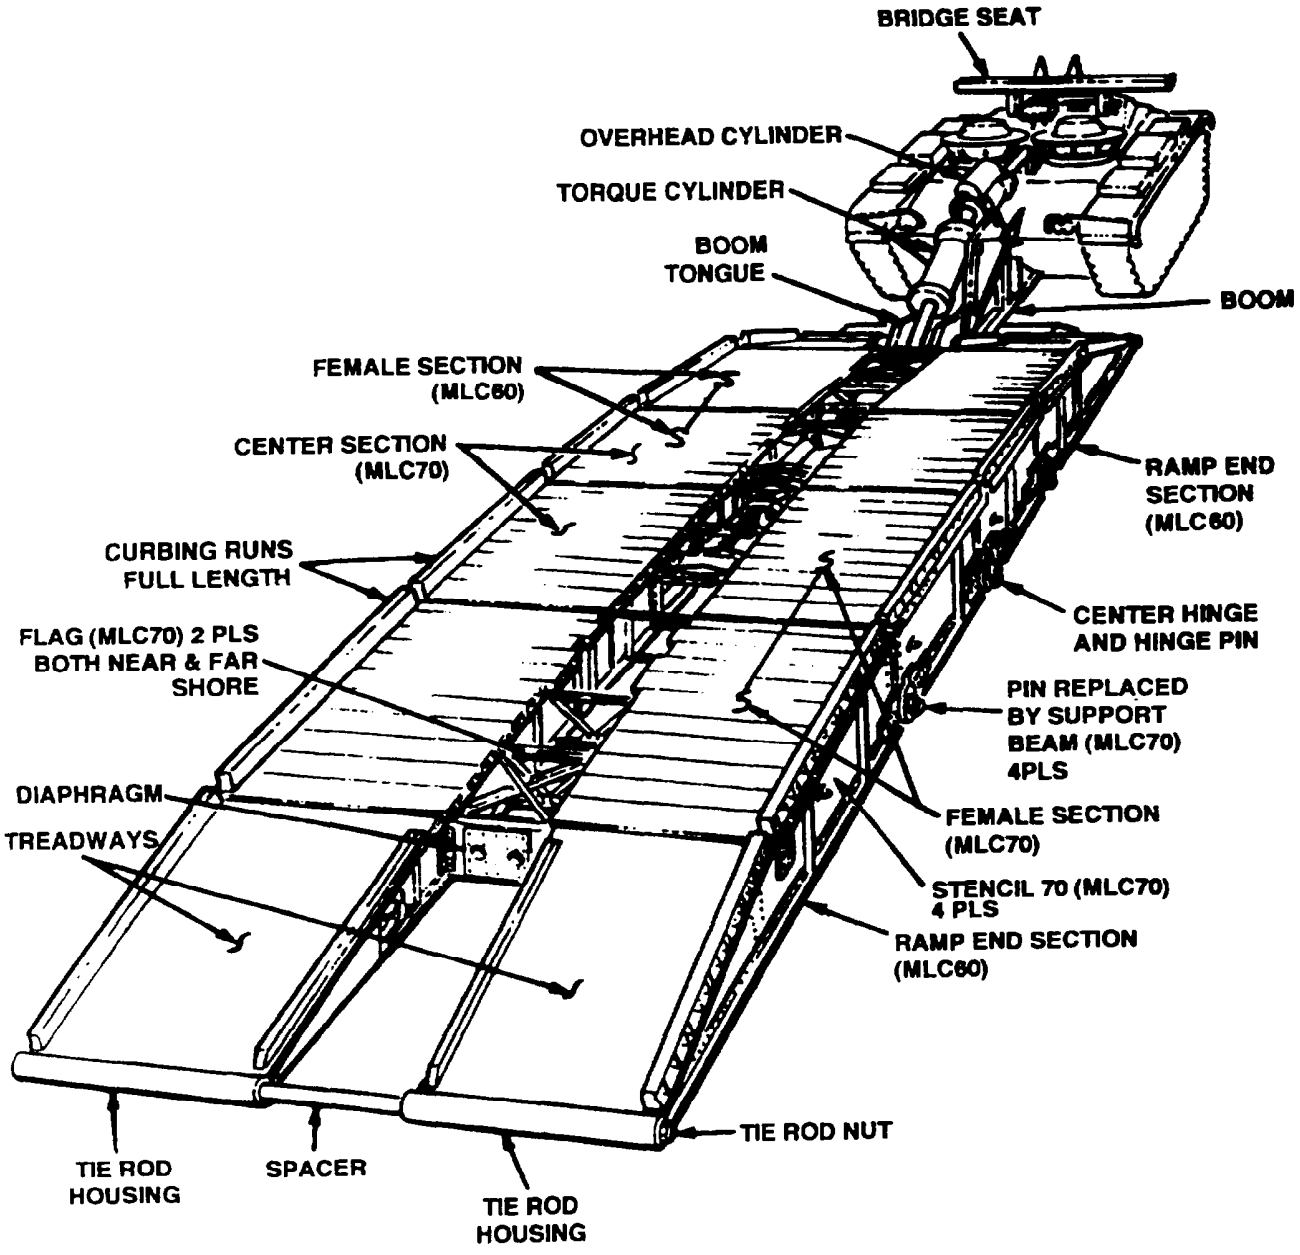

FIGURE 1-5. Structural Components.
b. AVLB Structural System. The structural system is made up of the sections, braces, supports, curbing, and connecting hardware (see FIGURE 1-5). The bridge is made of aluminum with steel rivets and bolts used to secure the components. The scissoring action of the bridge is a result of the extension or retraction of the scissor cylinder. The piston of the scissor cylinder retracts which, in effect, shortens the length of the actuating arm and cables. This results in the extension of the bridge. The reverse of this process allows the bridge to fold under the weight of gravity when it is being held in the upright position. The forces exerted on the scissoring components of the bridge deteriorate the moving components. Frequent checks must be made to make sure the bridge is sound. These checks are addressed in Preventive Maintenance Checks and Services (PMCS) in Chapter 2.
The following features readily identify the (MLC 70) AVLB. Refer to Figure 1-5.
c. AVLB Major Components. See FIGURE 1-5 for location of bridge components. FIGURE 1-5 also shows the bridge in launched position. Table 1-1 lists the item, quantity, NSN, and item number of the bridge components, Item numbers listed on Table 1-1 correspond to items shown in FIGURE 1-6.